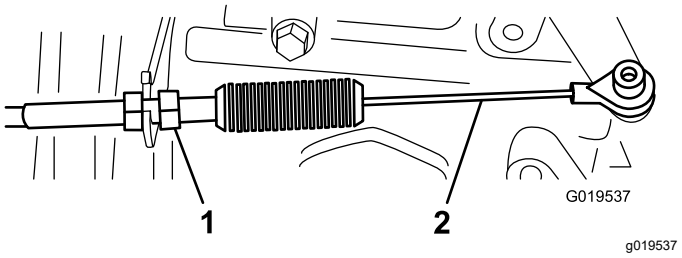
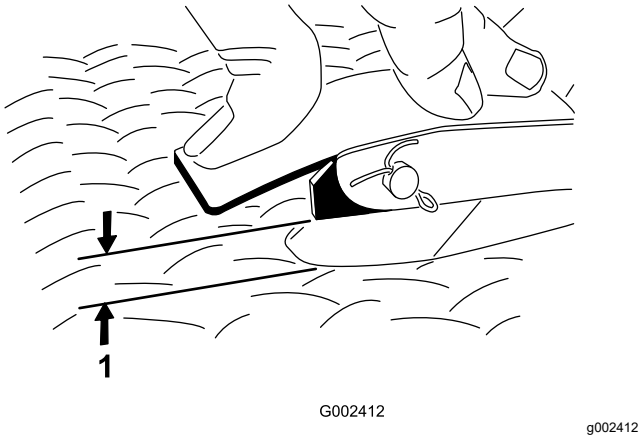

Figura 66
Figura 67
2. Ajuste a rótula do cabo de acelerador (Figura 66) para permitir uma folga de 2,54 a 6,35 mm entre o braço do pedal de acelerador e a parte superior da chapa do piso (Figura 67), quando aplica uma força de 11,3 kg ao centro do pedal.
3. Aperte a porca de bloqueio (Figura 66).